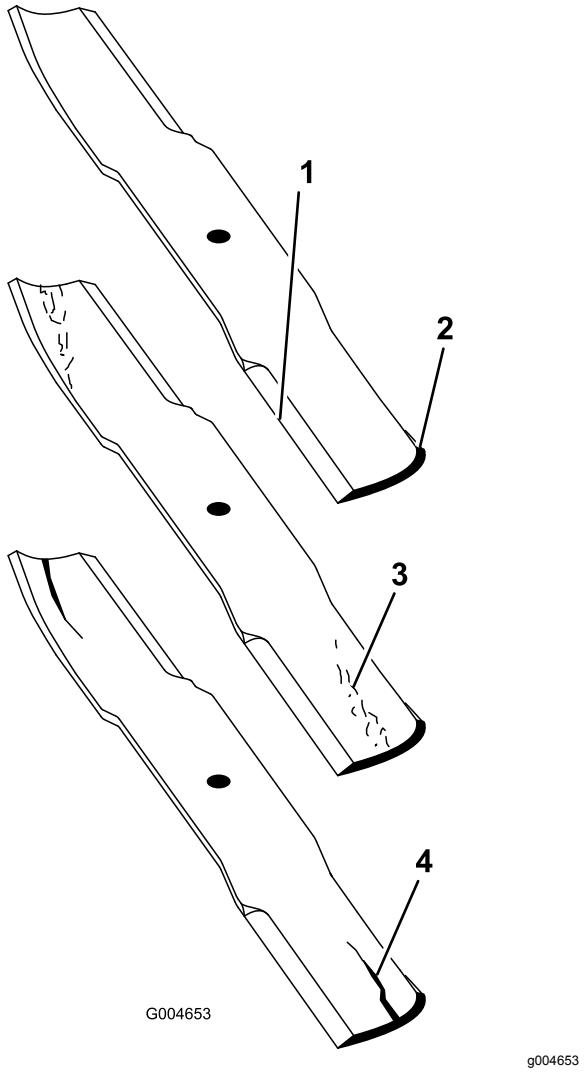

Figur 67
1. Kontrollera eggarna (Figur 67). Om eggarna är slöa eller har hack ska knivarna tas bort och slipas. Se Slipa knivarna (sida 37).
2. Kontrollera knivarna, särskilt segeldelen (Figur 67). Montera omedelbart en ny kniv om du upptäcker skador, slitage eller spårbildning i detta område (Figur 67).